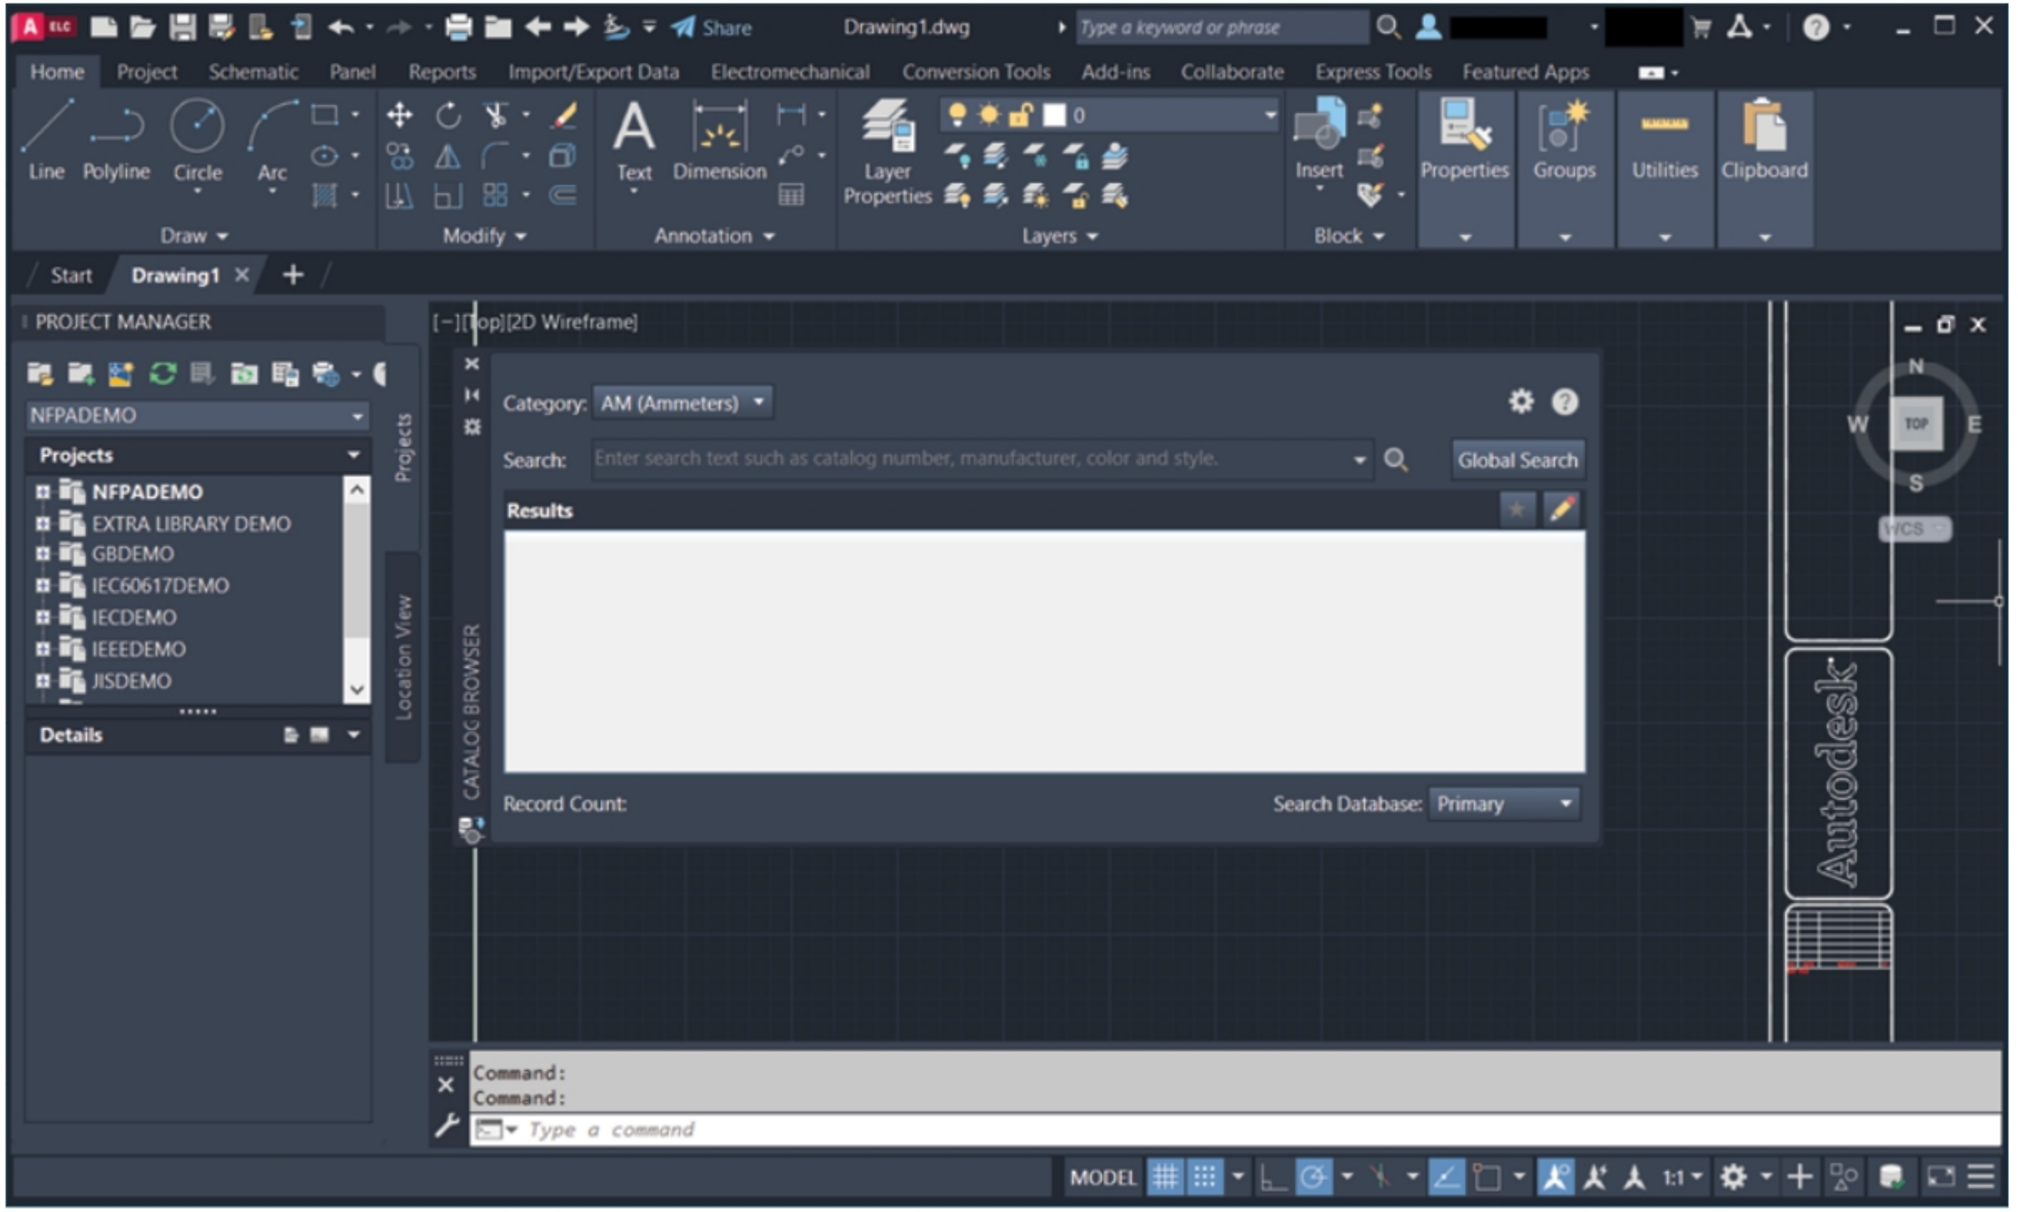

Figure-9. AutoCAD Electrical with acadiso template
- Select desired template from the list. The drawing environment will open according to the selected template; refer to Figure-9.